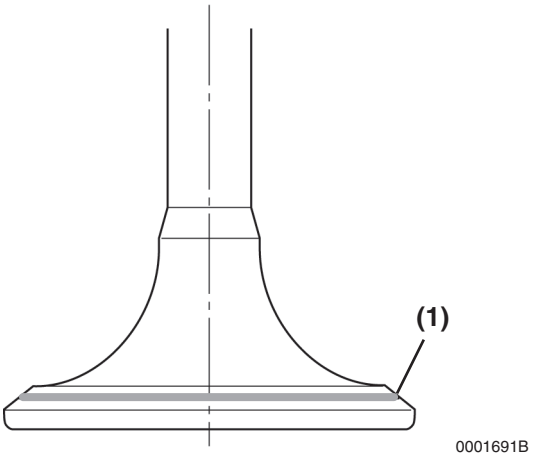

Figure 6-20
Coat the valve seat with a thin coat of bluing compound. Install valve and rotate to distribute bluing onto the valve face. The contact pattern should be approximately centered on the valve face **(Figure 6-20, (1))** and even in width.